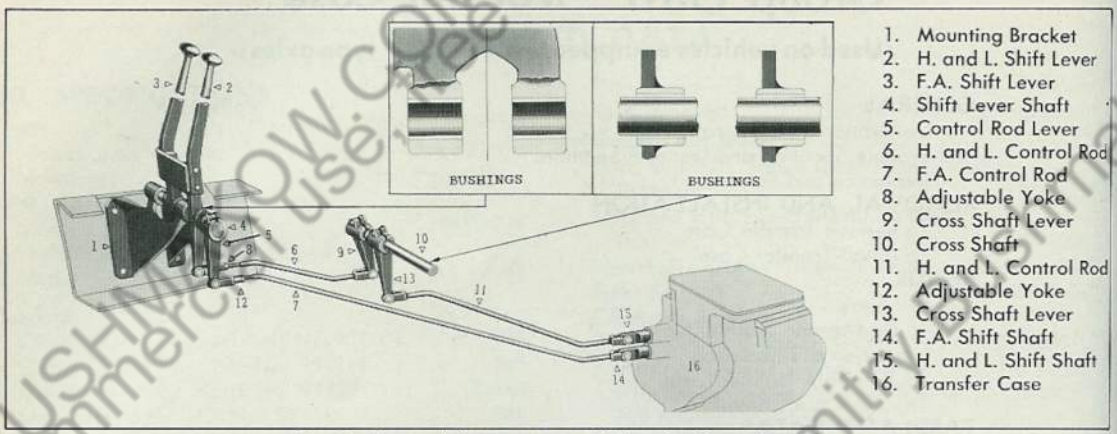
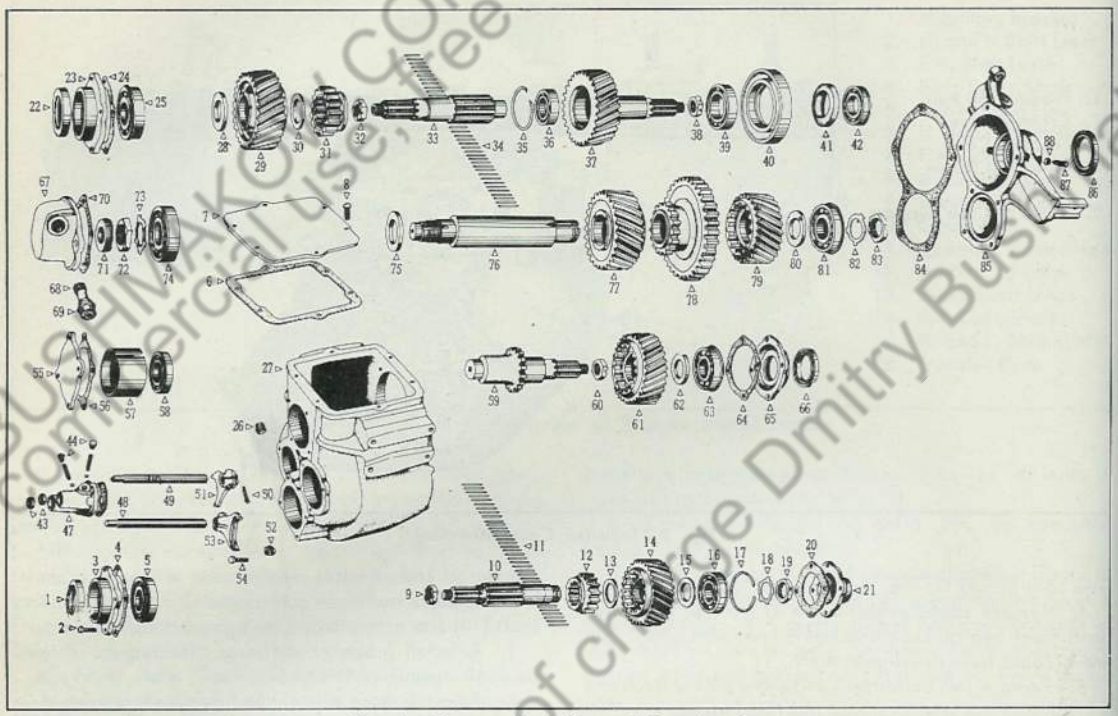

Fig. 1 General Arrangement of Transfer Case Controls
Fig. 4 Disassembled View of Transfer Case
Shifting of transfer case gears is accomplished by hand, through levers and rods (see Fig. 1) to transfer case shift shafts to which are attached shift forks for actual gear engagement. (Refer to Figs. 4 and 5 for following reference numbers.)
A. Front Axle Control Lever Adjustment—Adjustment of front axle control lever is necessary when shift shaft poppet ball (46, Fig. 4) does not seat in shift shafts (48, Fig. 4) at shaft support. Following are instructions for making linkage adjustment (refer to Fig. 1):
1. Disconnect control rod (7) between control rod lever (5) and shifter shaft (14).
2. Move shifter shaft (14) at transfer case to be sure that poppet ball is seating. Movement of shaft will indicate when poppet ball is seated. Leave shaft "out," in the disengaged position.
3. Note position of hand control lever (3), as it should be slightly forward of an upright or vertical position. When control lever is in this position, clevis pin at front of control rod (7) should line up with hole in control rod lever (5).
4. When clevis pin does not line up with hole in adjustable yoke (12) and hole in control rod lever (when shift lever is in approximately vertical position as explained above), it indicates that adjustment is necessary.
5. Lock nut behind adjustable yoke (12) can be loosened and yoke turned as necessary to line up holes in yoke (12) and control rod lever (5).
B. High and Low Control Lever Adjustment (Refer to Fig. 1)—Need for adjustment of speed control lever is indicated when shift shaft poppet ball does not seat in shift shaft at transfer case, or when clearance between control lever and bracket on front axle control is excessive.
1. Disconnect control rod (6) between cross shaft lever (9) and shifting lever (2) at adjustable yoke end.
2. Move shifter shaft (15) at transfer case in and out to be sure that poppet ball is seating in shifter shaft. Movement of shaft will indicate when poppet ball is seated. Leave shaft in neutral position, this is between high and low, and proceed with adjustment.
3. With front axle shifting lever (3) in disengaged position, set high and low speed shifting lever (2) so that 1/8" clearance exists between lever (2) and bracket on front axle shifting lever (3).
4. With high and low speed shifting lever (2) in position as explained above, clevis pin holes in adjustable yoke (8) and shifting lever (2) should line up.
5. When clevis pin holes do not line up, need of adjustment is indicated. Loosen adjustable yoke lock nut and turn yoke (8) as necessary to line up holes.
axle control rod (7, Fig. 1) to transfer case.
5. Remove two cotter pins and clevis pins at each end of high and low speed control rod (11, Fig. 4).
7. Bend down lips of mounting screw locking plate (5). Remove four lower screws (4) (two each side) so that case is suspended only by four upper screws (two each side). Loosen upper screws (4) alternately and evenly until screws can be removed. Lower transfer case to completely remove from vehicle.
2. Reinstall eight mounting screws (4) attaching case assembly to supports. Two upper screws on each side should be installed first. Before installing screws, be sure that locking plates (5) are used under heads of screws.
4. Attach high and low control rod (11, Fig. 1) to shifting shaft (15) and lever (13) with clevis pin, using new cotter pins.
6. Replace front axle control rod (7, Fig. 1) to shifting shaft (14) and attach with clevis pin and cotter pin.